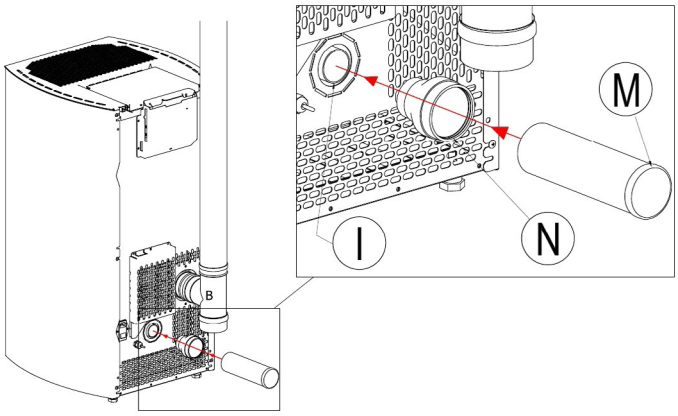

Fig. 8 - Anschlüsse
- Anschlussstück N unter Verwendung eines flexiblen oder steifen Schlauchs von 60 mm Durchmesser und einer maximalen Länge von 2 m (siehe **Fig. 8 auf S. 11**) mit Q verbinden.